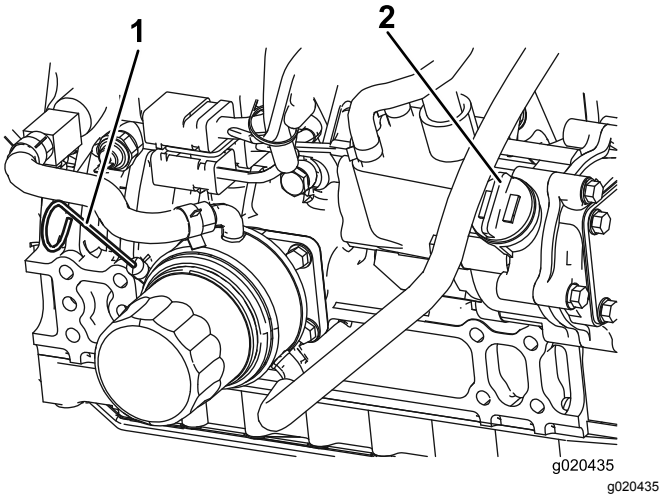

**Figuur 73**
3. Verwijder de peilstok uit de buis, veeg deze schoon en plaats de peilstok weer in de buis. Haal de peilstok er weer uit. Het oliepeil moet altijd tot aan de VOL-markering staan (Figuur 73).
4. Als het oliepeil beneden de VOL-markering staat, verwijdert u de vuldop (Figuur 73) en vult u bij met olie totdat het oliepeil de VOL-markering bereikt. **Niet te vol vullen.**